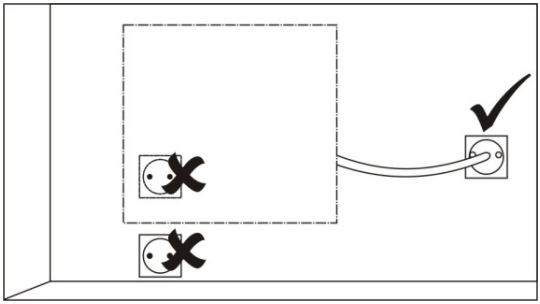

Рис.3
- Подключение к электросети: розетка должна быть расположена не менее чем в 10 см с боку от конвектора. См. Правильное положение розетки на Рис.3.